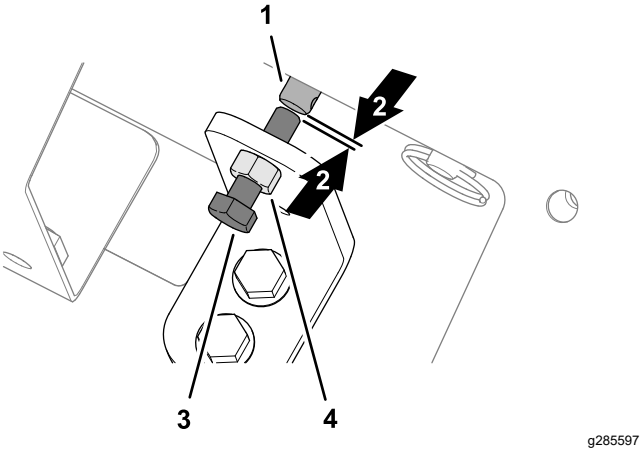

Figur 38
1. Lossa kontramuttern vid det manuella säkerhetsfästet (Figur 38).
2. Vrid sexkantsskruven till säkerhetsventilen moturs tills du ser ett litet mellanrum mellan skruvänden och änden av golvhastighetsmagnetventilens skaft (Figur 38).
3. Dra åt kontramuttern (Figur 38).